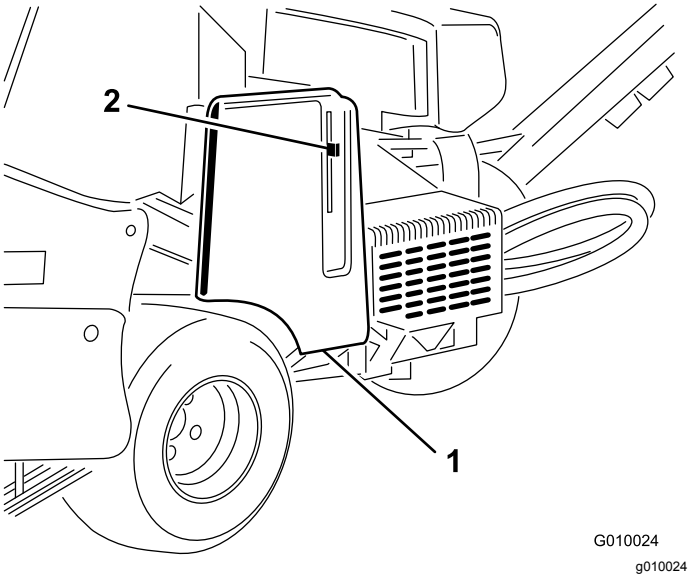

Figur 60
2. Løsn, og fjern remskærmen (Figur 60).